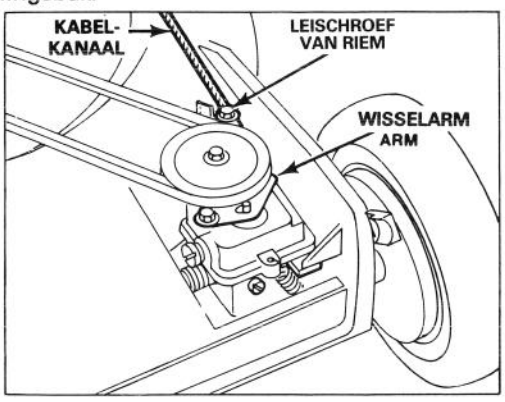

Afbeelding 18
3. BIJSTELLING (Afb. 18) — Draai leischroef van riem los totdat de kabelbuis heen en weer geschoven kan worden. Zet de op de handle gemonteerde wielaandrijvingsbediening op ONTKOPPELD. Beweeg de wisselarm naar de kabelschroef toe en houd deze op zijn plaats. Trek kabelbuis aan en draai de schroef weer aan.